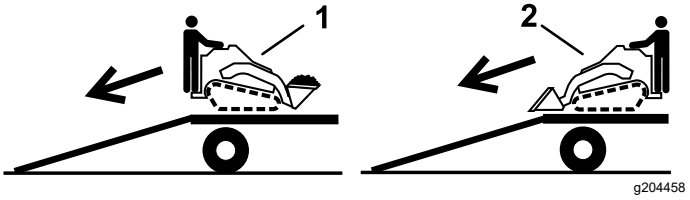

Figuur 30
2. Rij de machine van de aanhanger met de zwaarste kant naar de bovenste zijde van de oprijplaat gericht, en zorg dat de lading onderaan zit (Figuur 30).